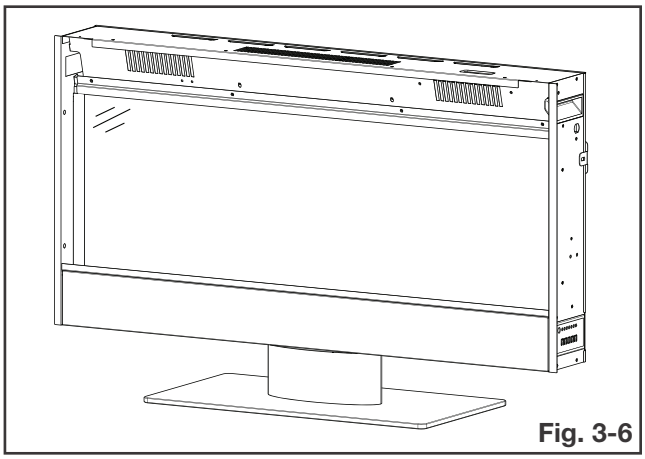

Fig. 3-6
G. Check if the glass stand is secured properly. Ensure appliance is standing straight and still **(Fig. 3-6)**.